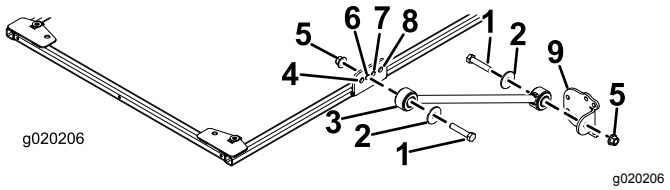

Figure 27
3. On each side of the sunshade frame, loosely mount a brace to the second hole of the brace bracket with a bolt (1/2 x 2-1/2 inches), washer (1/2 inch), and flange nut (1/2 inch) as shown in Figure 27.
4. Loosely install a brace bracket to each brace with a bolt (1/2 x 2-1/2 inches), washer (1/2 inch), and flange nut (1/2 inch) as shown in Figure 27.